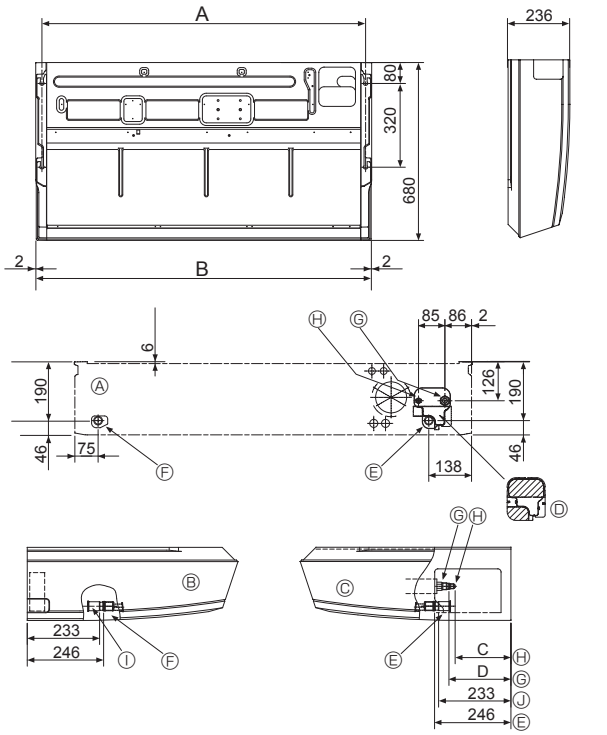

Fig. 3-2
3.2. Vorbereitung zur Aufstellung (Fig. 3-2)